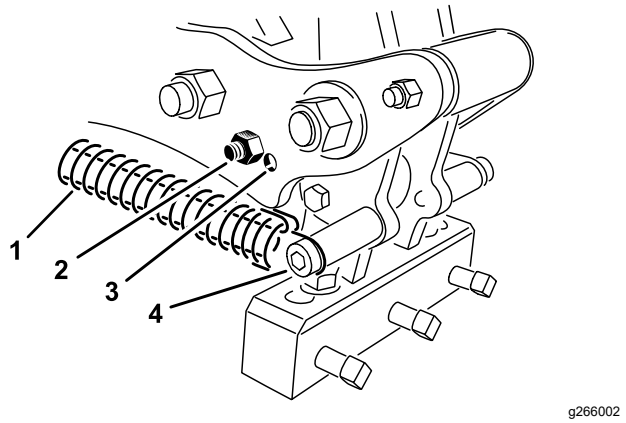

Bild 35
Stellen Sie den Tines-Winkel abhängig von der Tines-Länge mit den 2 Einstelllöchern im Verbindungsarm ein. Diese Löcher sind nur Voreinstellungen. Bei der Verwendung von Tines in der Größe von 17,5 mm bis 25,4 mm, positionieren Sie den Aufnahmeanschlag so nah wie möglich an der Tines-Aufnahme. Sie müssen möglicherweise die andere Position verwenden: aufgrund von unterschiedlichen Bodenbeschaffenheiten das Loch, das am weitesten von der Aufnahme entfernt ist (Bild 35).
3. Lösen Sie die Federspannung zur Tines-Aufnahme (Bild 35).
4. Entfernen Sie die Anschlagschraube und den Anschlag vom Verbindungsarm und setzen sie wieder in das andere Einstellloch ein (Bild 35).